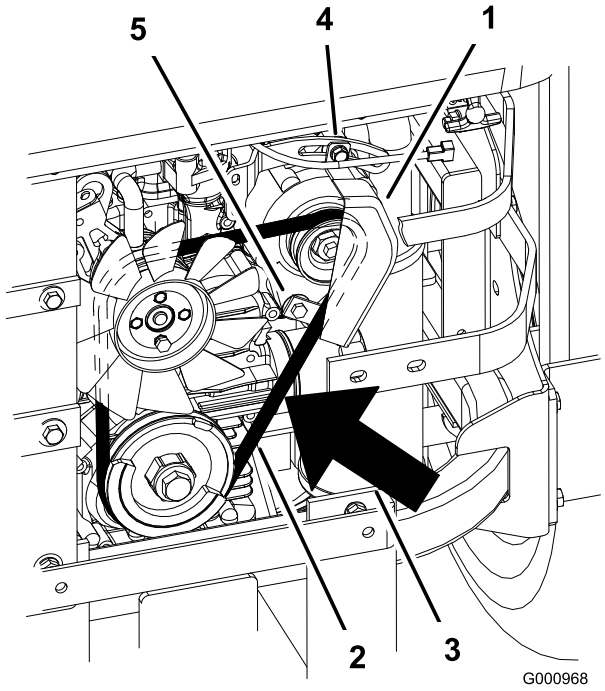

Figur 72
7. Løsne den nedre bolten og fjern den øvre bolten som fester generatoren og deksel (Figur 72).
9. Monter en ny rem rundt remskivene og generatoren (Figur 72).
14. Stram den nedre bolten og sett i den øvre bolten som fester generatoren og deksel (Figur 72).
2. Juster generatoren til utsiden inntil du kan trykke ned remmene med 7 til 9 mm mellom motoren og generatorens remskiver med 10 kgf styrke (Figur 72).
5. Hvis svikten er korrekt, strammer du øvre og nedre bolt (Figur 72).